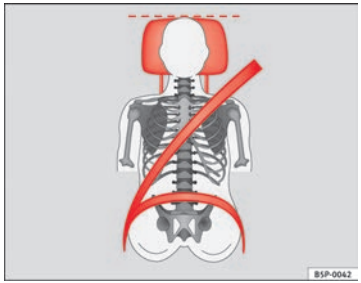
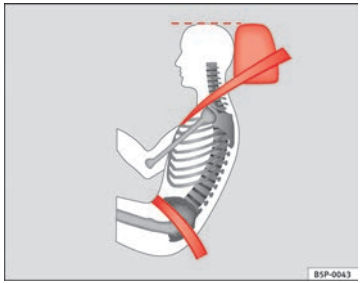

Fig. 3 Properly adjusted head restraint viewed from the front
Fig. 4 Properly adjusted head restraint viewed from the side
– Adjust the head restraint so that its upper edge is at the same level as the top of your head or as close as possible to the same level as the top of your head and, at the very least, at eye level ⇒ Fig. 3 and ⇒ Fig. 4.